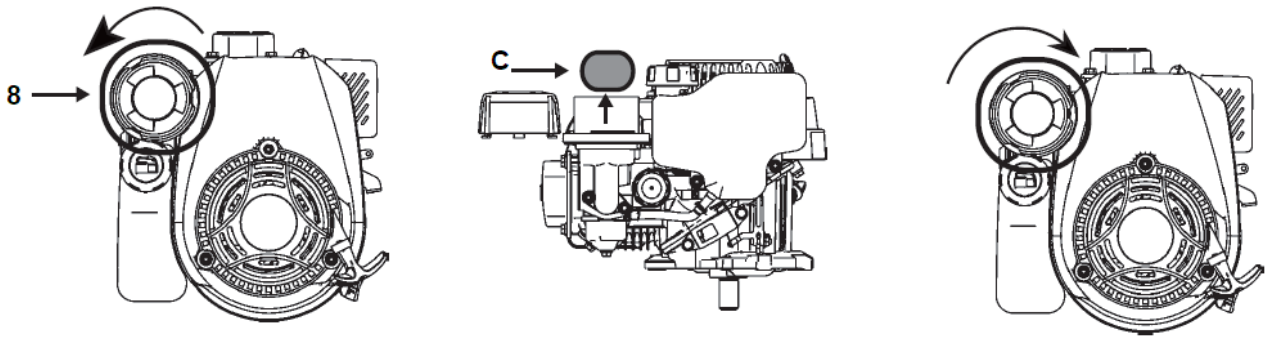

Rys.20
2. Odkręć pokrywę filtra (Rys. 20) i zdejmij obudowę filtra.